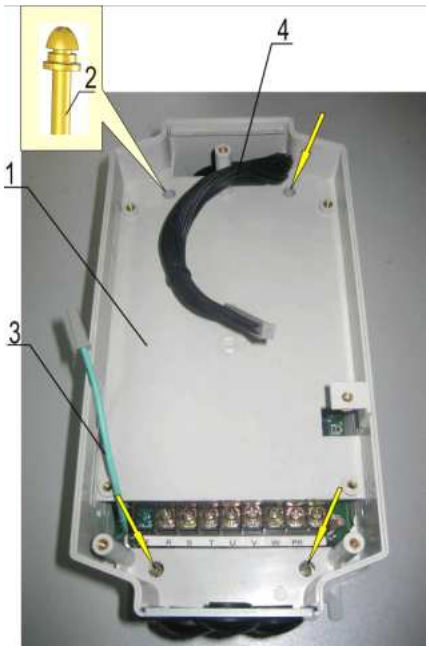

Рис. 7.12
7.5.2. Установить среднюю часть корпуса 1, продев в его окна шлейф ЦП 4 и провод заземления 1 (поз. 3 на рис. 7.12). Вкрутить четыре винта 2 крепления средней части корпуса (рис. 7.12).